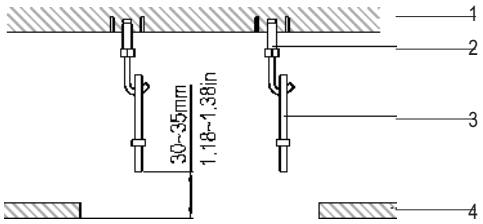

Fig. 7 — Installation Clearances
b. Adjust the clearance from the ceiling before proceeding further. For an installation example, see Fig. 7.